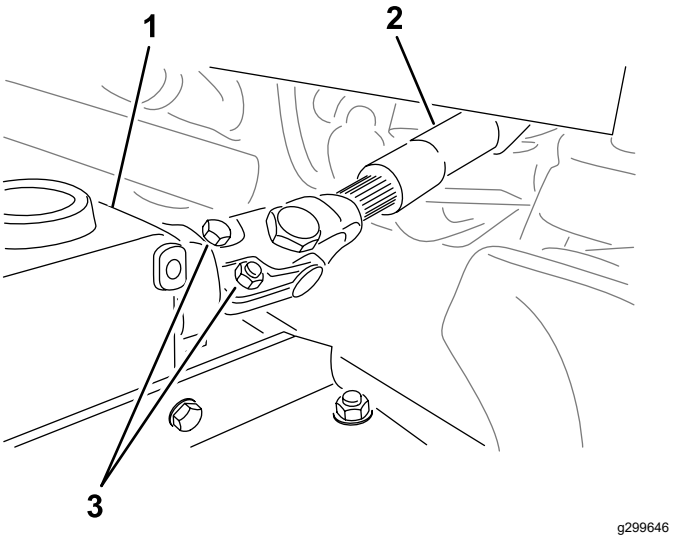

Figure 21
5. Retirez les boulons et les écrous de l'arbre de PDF (Figure 21) et sortez la chape du boîtier d'engrenages.